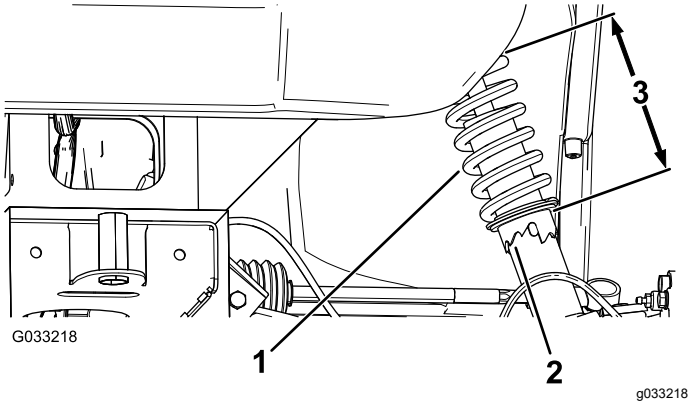

Figur 47
2. Justera hjulet till rätt riktning genom att rotera kragen på stötdämparen med rörtången om hjullutningen är felinställd (Figur 47).